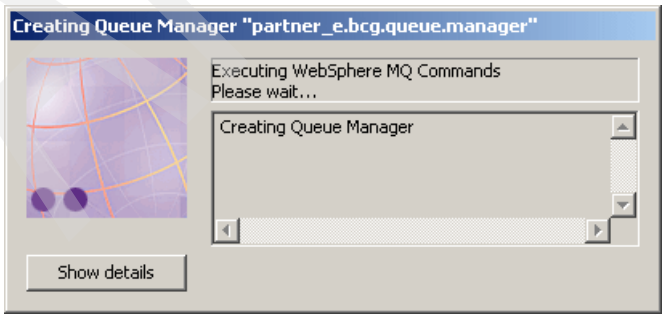

Figure 5-10 Creating Queue Manager
17. The new queue manager is created. See Figure 5-10,